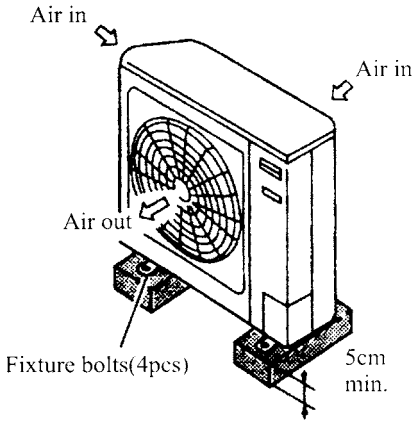

Fig. 93
• Have a base which is strong enough (eg. cement bricks, etc.), at least 15cm above the ground, so as to reduce dampness and protect the unit from water erosion, hence prolong its service life (see Fig. 93).